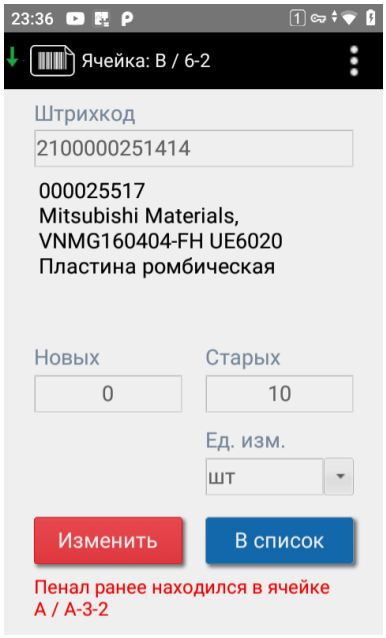

Рисунок 98. Карточка пенала при регулярной инвентаризации
2. Считайте ШК пенала. Откроется его карточка (см. Рисунок 98). Сверьте количество новых и старых экземпляров. Если оно не совпадает, нажмите «Изменить», введите фактическое количество и нажмите «Сохранить». Если количество изменилось, ТСД предложит распечатать новую этикетку.